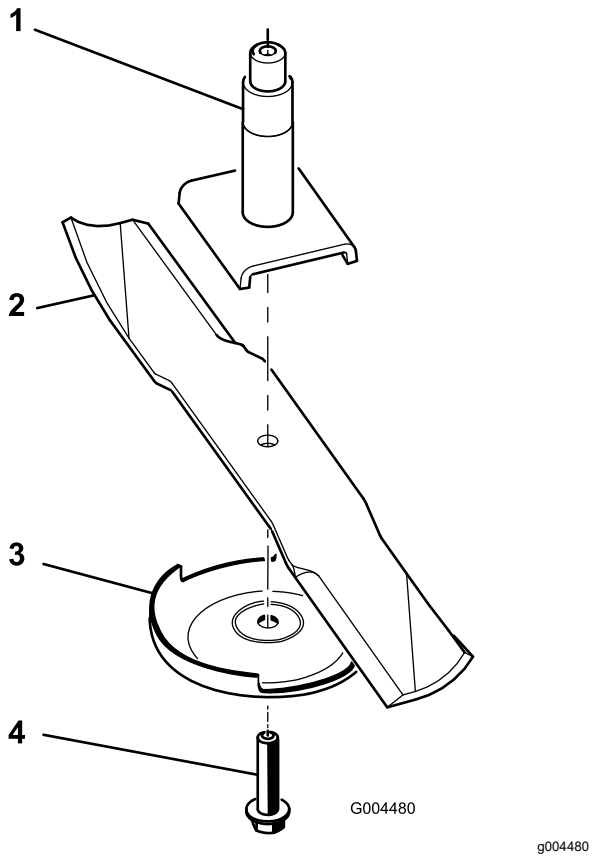

Figuur 77
Opmerking: Als het mes horizontaal blijft, is het in balans en geschikt voor gebruik. Als het mes niet in balans is, moet u wat metaal afvijlen van het uiteinde van de vleugel (Figuur 77). Herhaal dit indien nodig totdat het mes in balans is.
1. Monteer het mes op de as (Figuur 77).
2. Monteer de antiscalpeerplaat en de mesbout (Figuur 77).